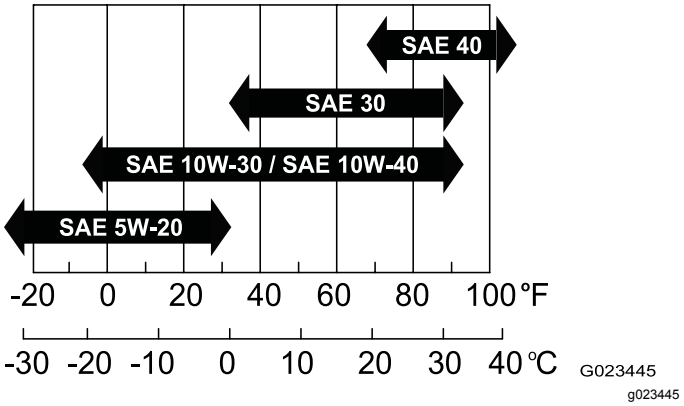

Рисунок 13
- **Вязкость:** SAE 30; другие значения вязкости см. в следующей таблице (Рисунок 13):